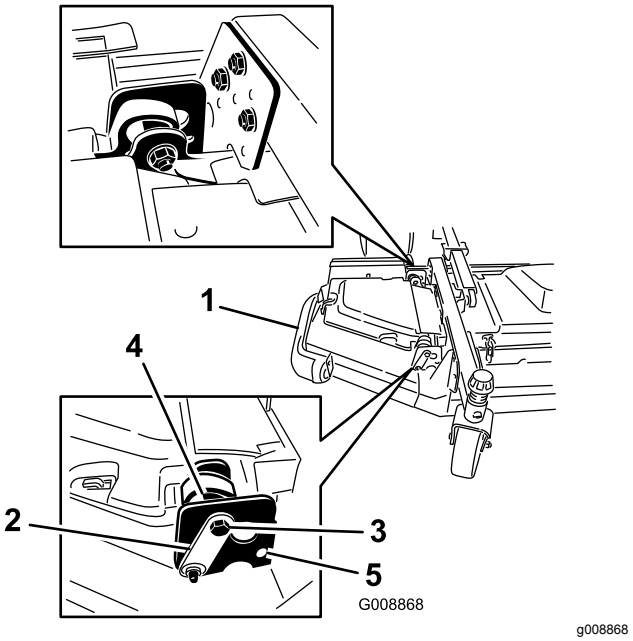

Figur 4
4. Monter de fremre og bakre stoppboltene gjennom de øvre monteringshullene og eksenterne (Figur 4).